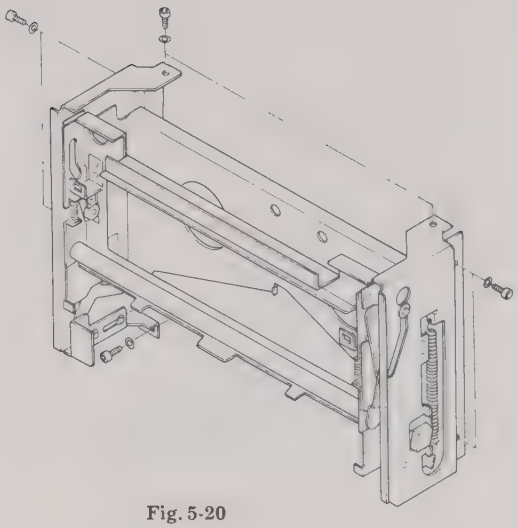

Fig. 5-20
2. Take out cassette compartment by 7 screws. Do not detach E-ring. (See Fig. 5-20)